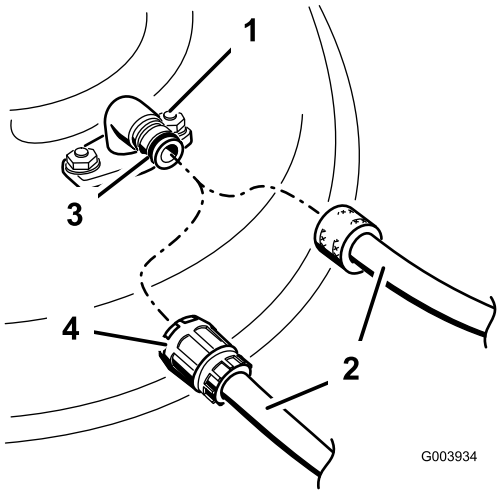

Figuur 70
3. Bevestig de slangkoppeling aan de wasaansluiting van de maaimachine en draai de waterkraan helemaal open (Figuur 70).